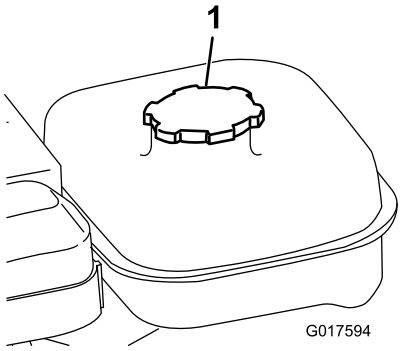

Figur 16
1. Rengör omkring tanklocket och avlägsna locket från tanken (Figur 16).